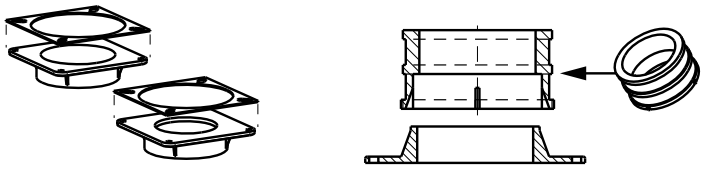

Fig. 59 – Vent Coupling and Adapter with Gaskets
1. Apply the gaskets to the vent pipe and combustion air pipe adapters. If supplied, remove and discard round center "slug" from interior of gasket. See Fig. 59.